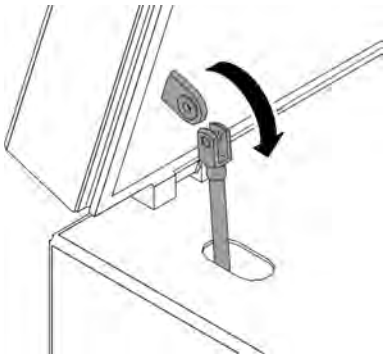

Fig. 68: Mounting the upper gas spring
5. Make the fork head of the gas spring flush with the connecting lug (*Fig. 68*).